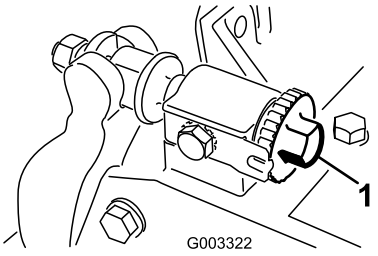

Bild 23
1. Lösen Sie den Spindel-zu-Untermesser-Kontakt, indem Sie die Einstellhandräder des Untermessers (Bild 23) nach links drehen, bis kein Kontakt besteht.